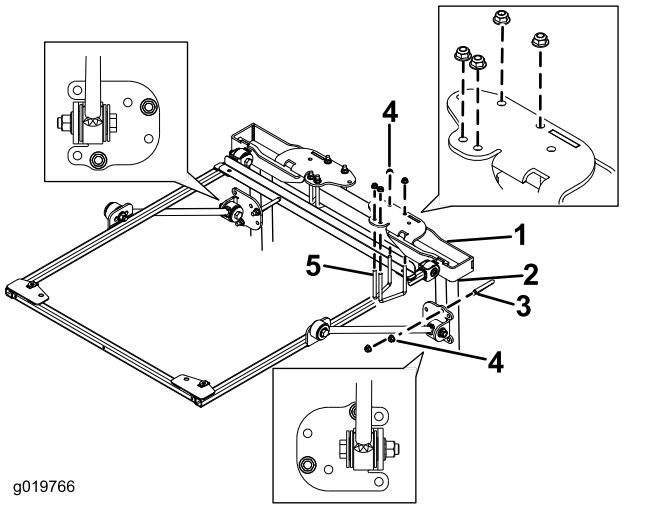

図 28
5. ROPS取り付けブラケットを、トラクションユニットROPSの上部にセットする図 28。ROPS が ROPS 取り付けブラケットの中央にあることを確認してください。
6. 図 28 に示されている取り付け穴を利用して、各ROPS取り付けブラケットをROPS上部に取り付けるUボルト2¾"2本とフランジナット4個を使用する。
7. 図 28 に示されている取り付け穴を利用して、各ブレースブラケットをROPSの柱材に取り付けるUボルト4"2本とフランジナット2個を使用する。